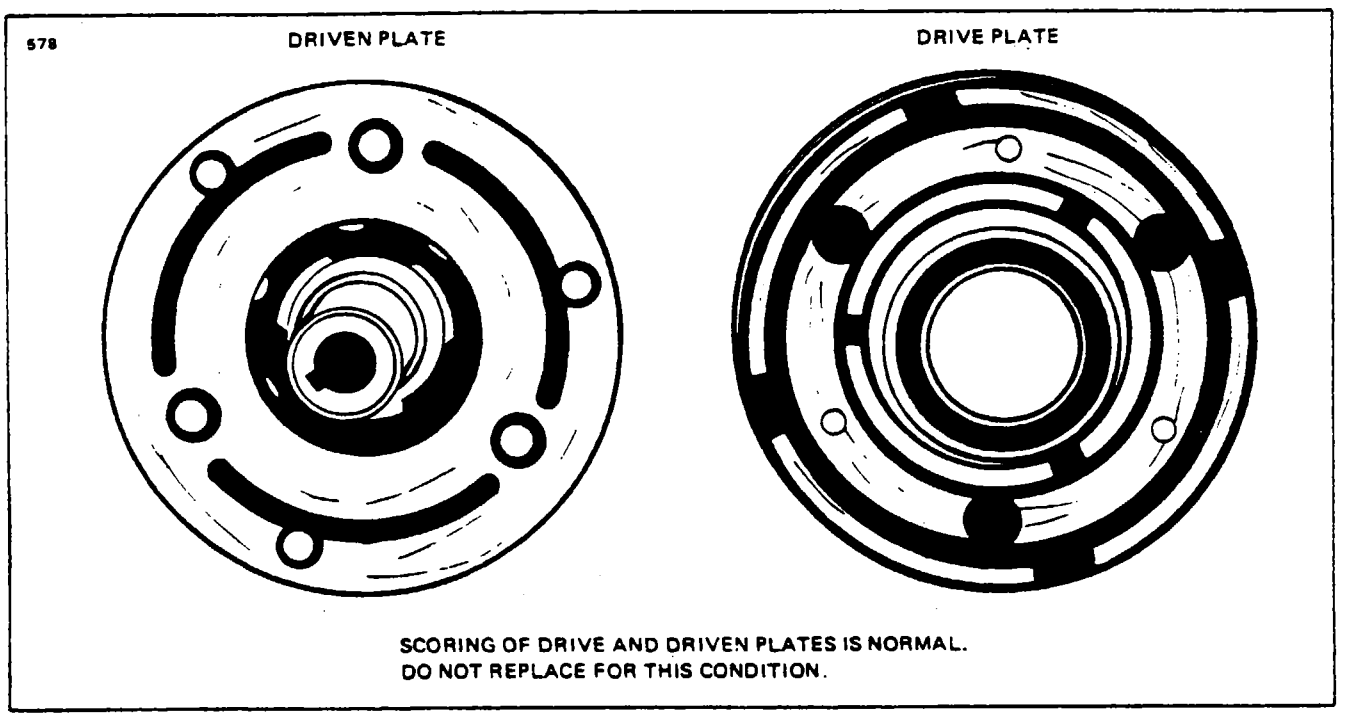

Figure 13-35. Drive and Driven Plates (Frigidaire Compressor)
f. Inspect driven plate for cracks or stresses in the resilient drive. Do not replace driven plate for a scoring condition. (Refer to Figure 13-35.)